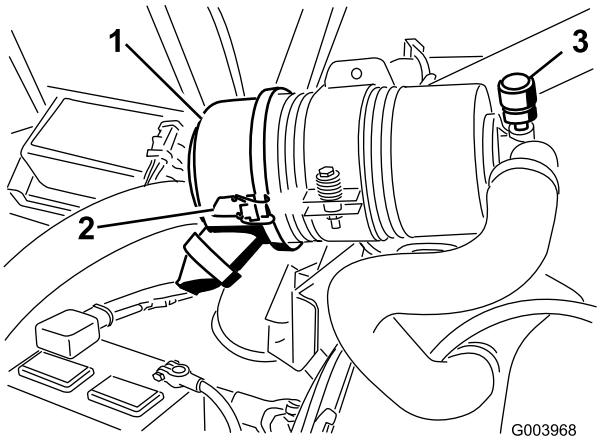

Figur 49
Efterse kun luftfilteret, når serviceindikatoren (Figur 49) viser, det er nødvendigt. Hvis du udskifter luftfilteret, før det er nødvendigt, øger du blot risikoen for, at der kommer snavs ind i motoren, når filteret afmonteres.
1. Åbn låsene, der fastgør luftfilterdækslet til luftfilterhuset (Figur 49).